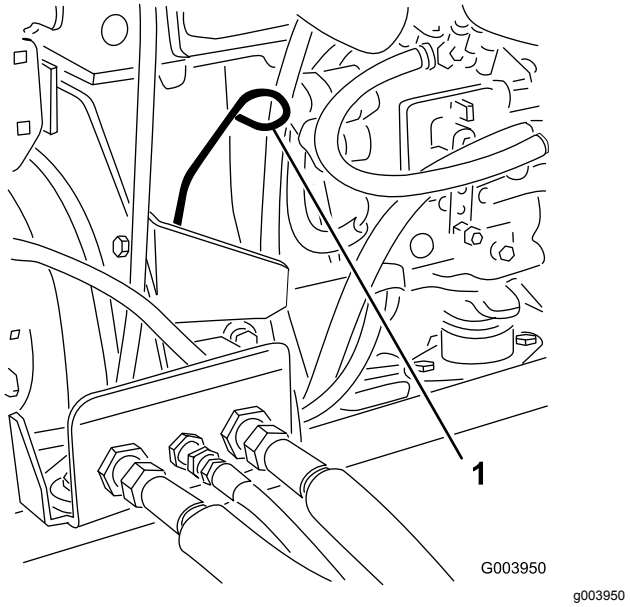

Рисунок 44
3. Извлеките масломерный щуп, тщательно протрите и снова вставьте его (Рисунок 44).